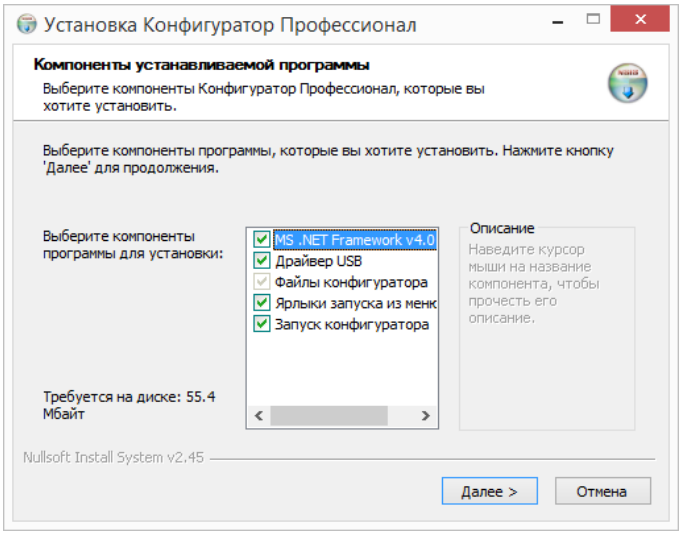

Рисунок 3.4 — Окно *Компоненты устанавливаемой программы*
4. В открывшемся окне оставьте установленными все флажки и нажмите кнопку Далее > (см. рисунок 3.4).